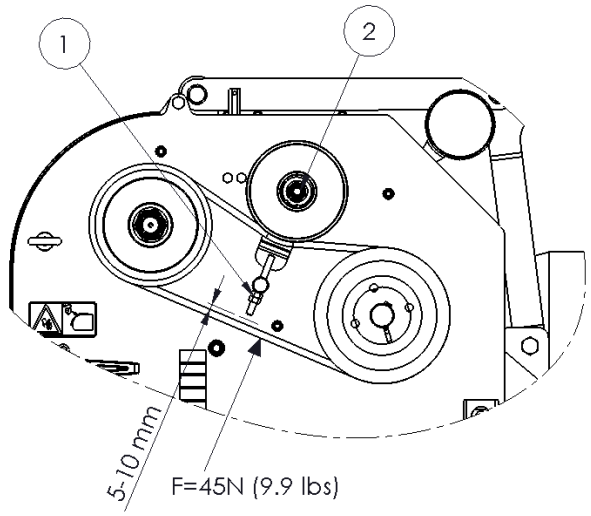

Abb. 14
2. Üben Sie eine Kraft von 45 N (9.9 lbs) auf die Mitte des unteren Teils des Riemens aus, siehe Abb. 14.
5. Lösen Sie die Mutter (2) an der Vorderseite des Spanners.
6. Drehen Sie die Mutter (1), bis die richtige Spannung erreicht ist.
7. Ziehen Sie die Mutter (2) fest.